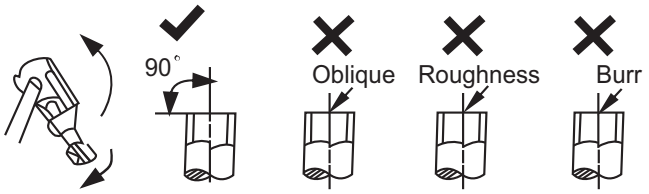

Fig. 42 — Pipe Cutting
a. Cut the pipe, with a pipe cutter, at 90 degrees (see Fig. 42).